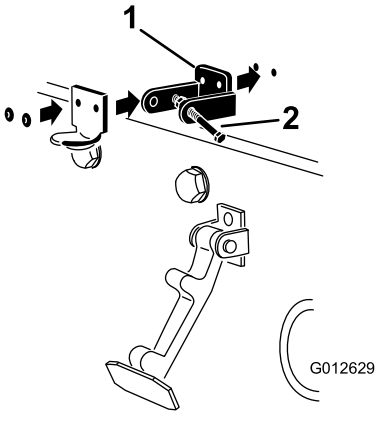

Figur 4
4. Plasser CE-låsebraketten og panserlåsbraketten på panseret på linje med monteringshullene (Figur 4).
6. Nagle brakettene og skivene til panseret (Figur 4).